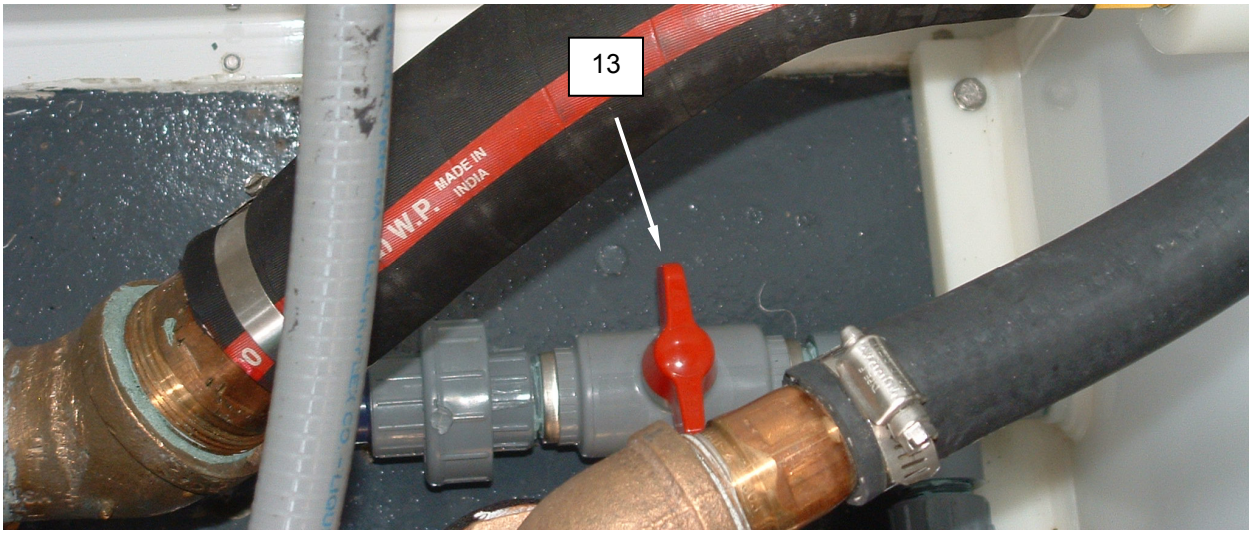

Figure 7. Waste Tank Drain Valve.
4. Close the waste tank drain valve V-36 **(Figure 7, Item 13)**.